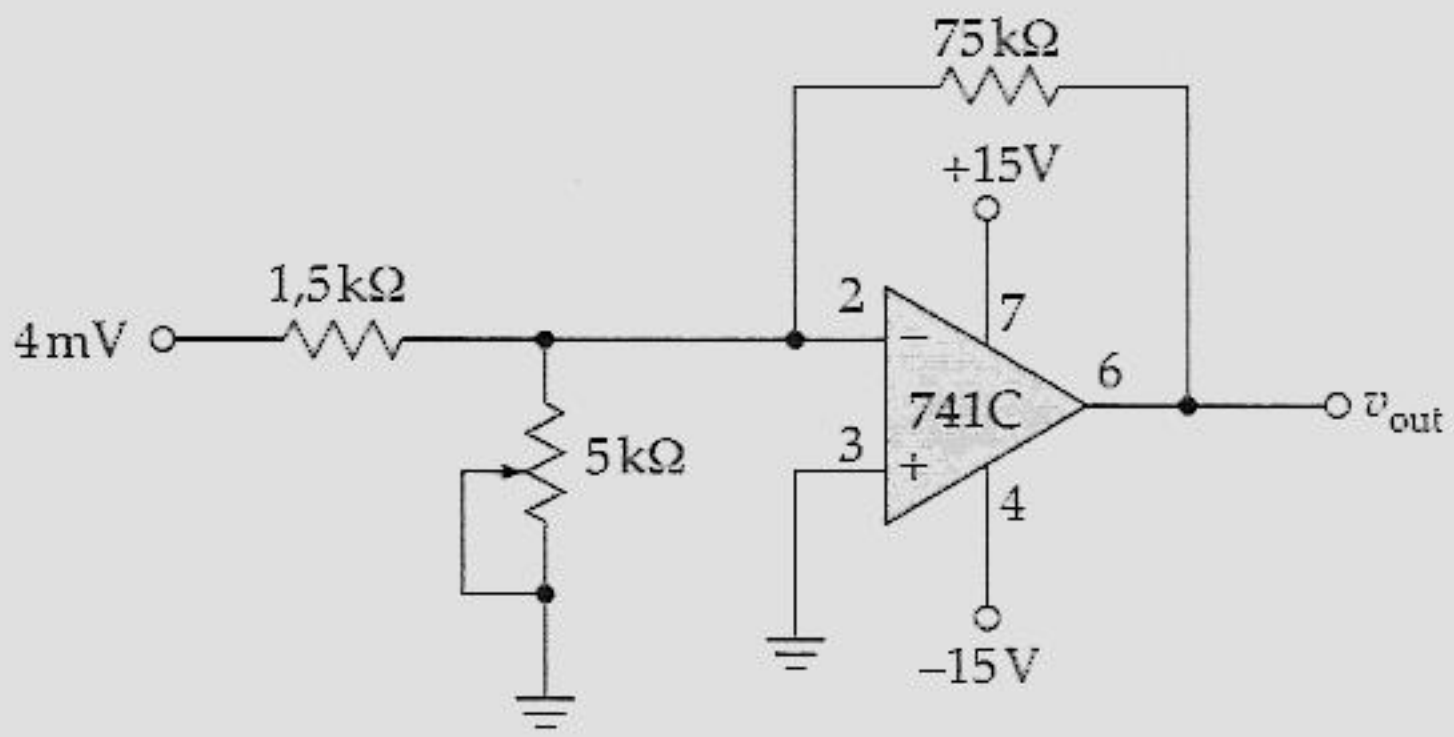

Figura 20.40
20.9 Qual a tensão de saída e a largura de banda do circuito da Figura 20.40?
20.11 Se o potenciômetro for substituído por um de 10 kΩ na Figura 20.40, o que acontece com a tensão de saída e com a largura de banda?